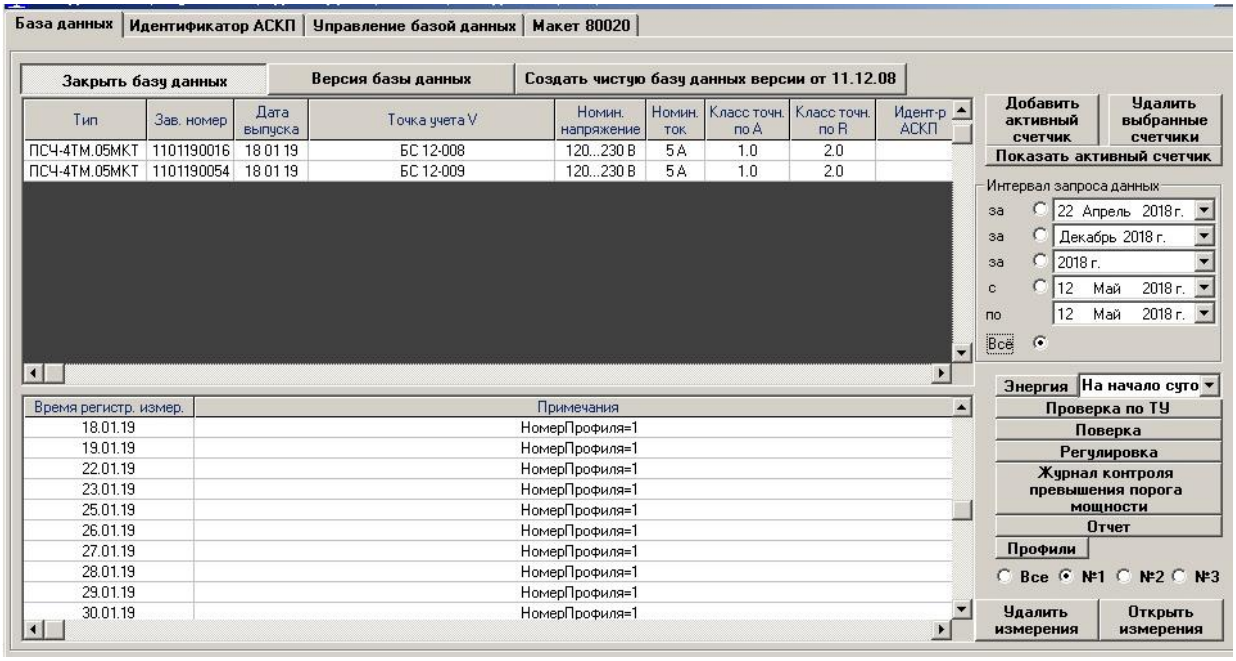

Рисунок 17 – Форма «База данных»
14.15 Для визуализации сохраненного в базе массива профиля мощности нужно нажать кнопку «Открыть базу данных» и, по запросу конфигуратора, указать путь к требуемой базе. В окне формы появится список счетчиков, параметры которых сохранялись в базе. Выделить интересующий счетчик из перечня, установить флаг «Все» в группе элементов «Интервал запроса данных» и флаг «Профиль №1». Нажать кнопку «Профили». При этом будет производиться чтение всех записей базы, относящихся к выделенному счетчику, а в окне «Время регистрации измерения» будет отображаться список дней сохранения информации в базе (рисунок 17). В нижнем окне формы, выделить интересующий день или группу дней левой кнопкой манипулятора «мышь» и нажать кнопку «Открыть измерения». При этом откроется форма «Профиль мощности», в которой отображается информация, прочитанная из базы, аналогично описанному в п. 14.7 - 14.9.